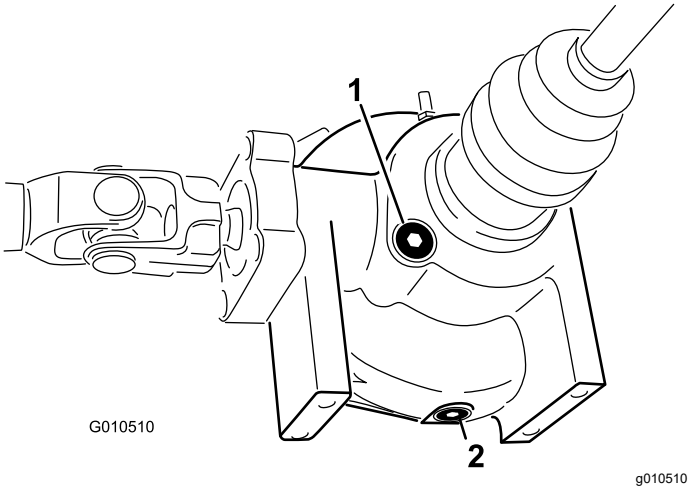

Figur 21
2. Rengör området runt påfyllnings-/kontrollpluggen på differentialens sida (Figur 21).